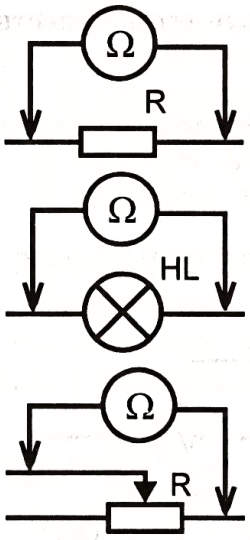

Рис. 8-4-4
а) измерения сопротивления разных резисторов (рис. 8-4-4, а);
б) проверки целостности нити накала лампы (рис. 8-4-4, б);
4. Подключите омметр между движком и одним из крайних выводов переменного резистора (рис. 8-4-4, в). Вращая ручку резистора, следите за стрелкой омметра. Сделайте вывод.